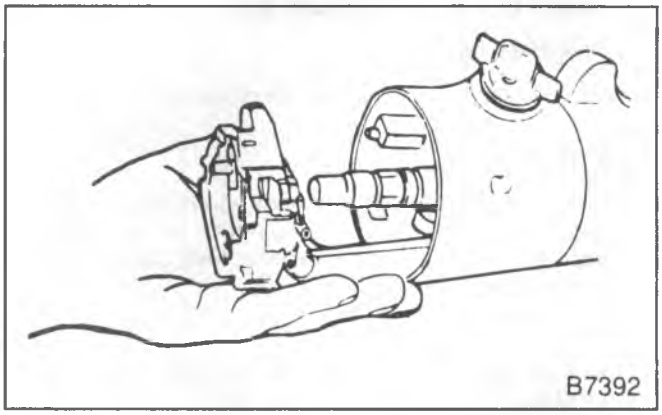

Figure 10 – Turn Signal Switch Assembly Removal
- Pull the switch up and free the connector, then disconnect switch from harness (figure 10).